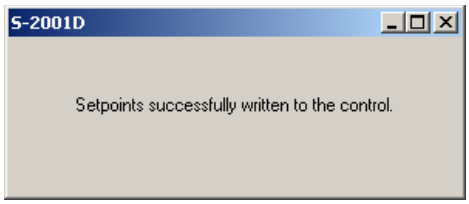

Figure 4-13 Setpoints Successfully Written To The Control Dialog Screen
7. Select **OK**. TapTalk will display a "Setpoints Successfully Written to Control" confirmation screen (Figure 4-13).
5. Select **OK**. TapTalk will display a "Setpoints Successfully Written to Control" confirmation screen (Figure 4-13).